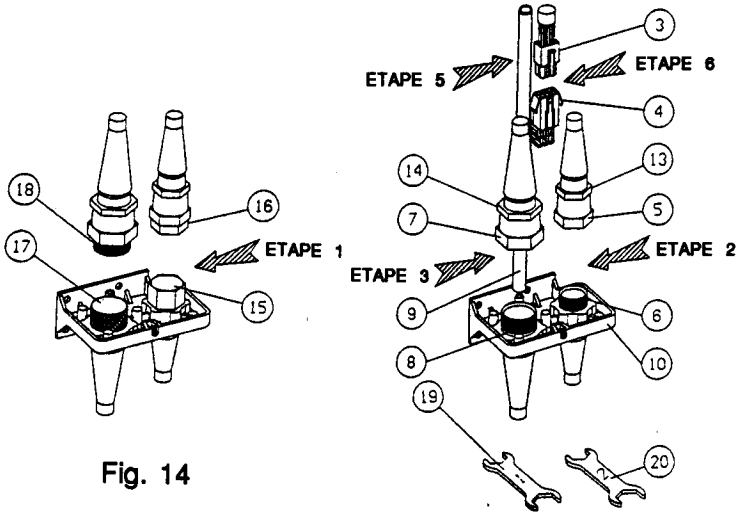

Fig. 14
ETAPE 1. Retirer les bouchons (16), (18), et les capuchons (15), (17) (voir Figure 14).